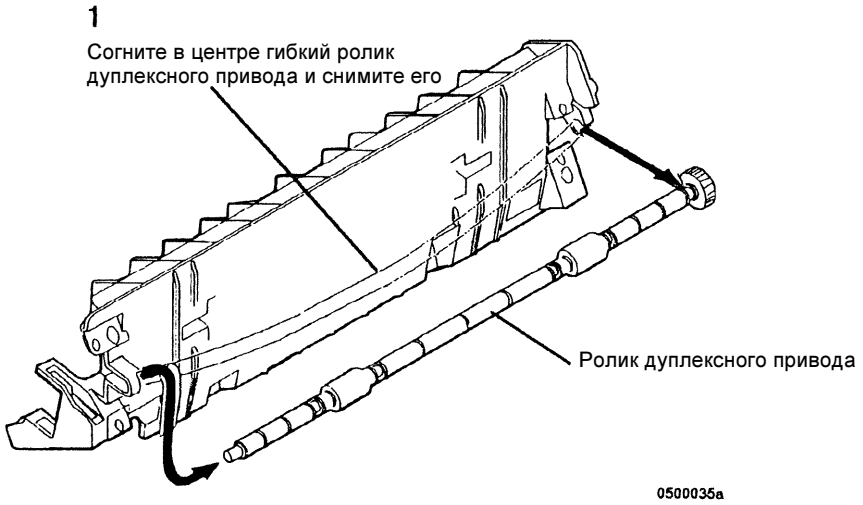

Рисунок 2 Снятие ролика дуплексного привода
3. (Рисунок 2): Снимите ролик дуплексного привода